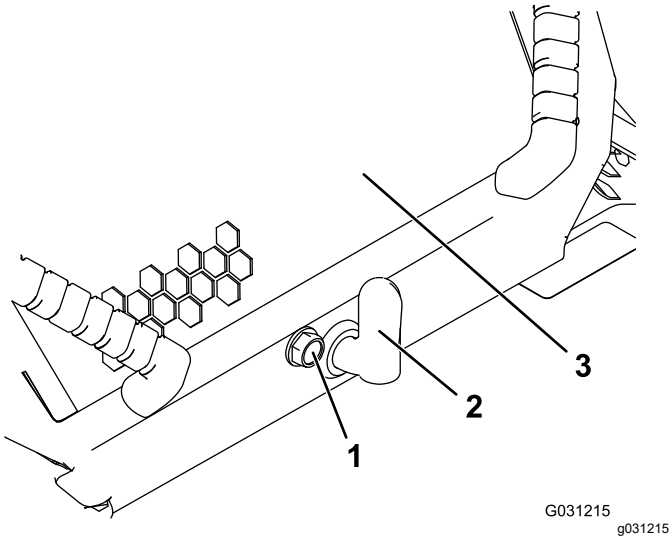

Figuur 32
1. Draai de vergrendelschroef van de motorkap los (Figuur 32)
2. Draai de motorhendel rechtsom (Figuur 32).
3. Til de handgrepen op en klap de motorkap omhoog (Figuur 32).
3. Draai de vergrendelschroef van de motorkap vast om de hendel te vergrendelen (Figuur 32).